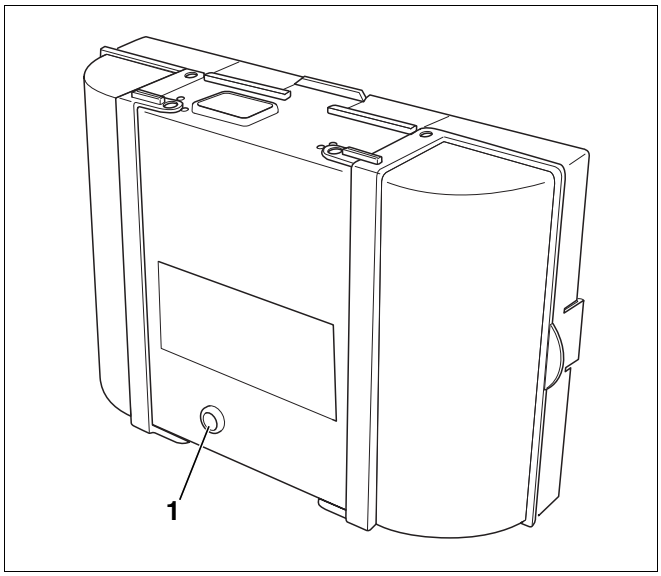

Rys. 10 Kasowanie usterek w automacie palnikowym
- W celu skasowania usterki nacisnąć przycisk odkłócający (rys. 10, **poz. 1**).